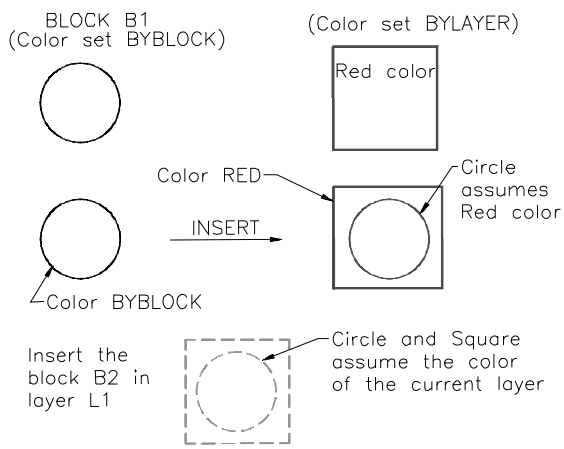

Figure 14-19 *Blocks versus layers and colors*
2. Draw a circle and form a block of it, B1, with color BYBLOCK. It appears white because the color is set to BYBLOCK (Figure 14-19).